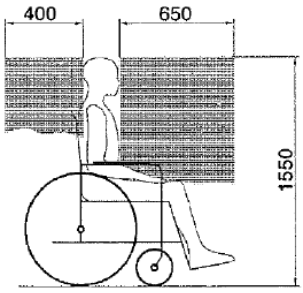
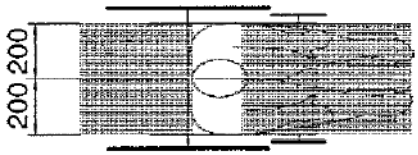

Abb. 1
Abb. 2
6. Stellen Sie sicher, dass keine Fahrzeugteile/-bauten in die unten angegebenen Sicherheitszonen um den Nutzer herum gebaut sein dürfen (Abb.1 / Abb. 2).